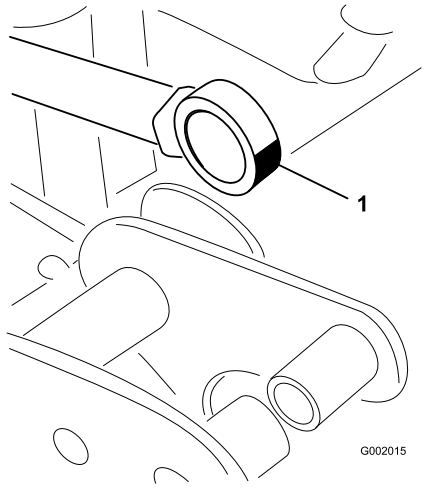

Bild 70
5. Drehen Sie das Stangenendenlager und schmieren Sie Schmiermittel in das Lager (Bild 70).